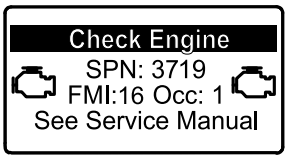

**Figuur 41**
- Als geparkeerde regeneratie nodig is verschijnt op het InfoCenter Motorwaarschuwing SPN 3719, FMI 16 (Figuur 41) en de computer van de motor vermindert het vermogen tot 85%.